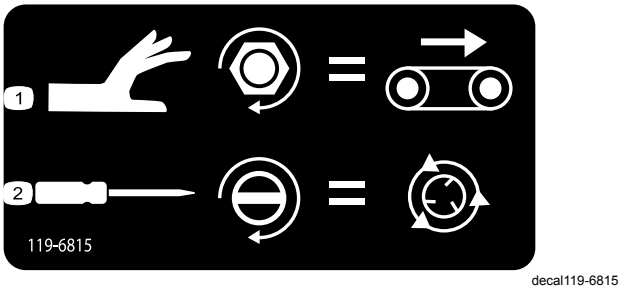

Figur 44
- Du kan justere gulvhastigheten (Figur 44) ved å vri den svarte knotten med urviseren. Bruk den maksimale gulvhastigheten i det fargekodede driftssystemet når du ikke har hydraulikkstrøm. Denne innstillingen er nyttig når beholderen er full av sand.
- For å justere spinnerhastigheten (Figur 44) bruker du et flatt skrujern for å øke spinnehastigheten ved å dreie skruen med klokken eller redusere spinnehastigheten ved å dreie skruen mot klokken.